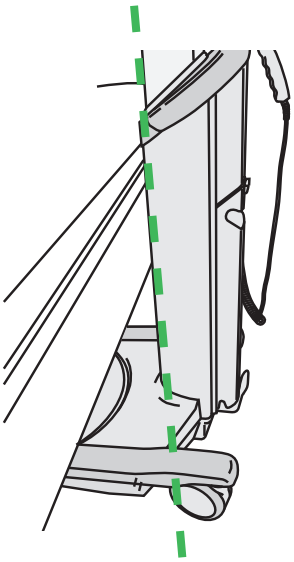

Abbildung 42
7. Den Badeliegelifter über die Classic Line 2 Badewanne bewegen, bis er an die Classic Line 2 Badewanne anstößt. Siehe Abbildung 42.